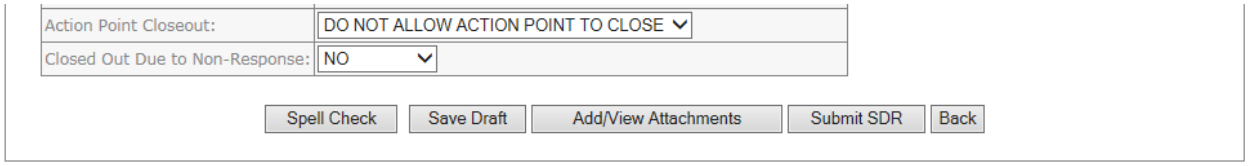

Figure 3.15
12. To add attachments select the Add/View Attachments tab as seen if Figure 3.15.